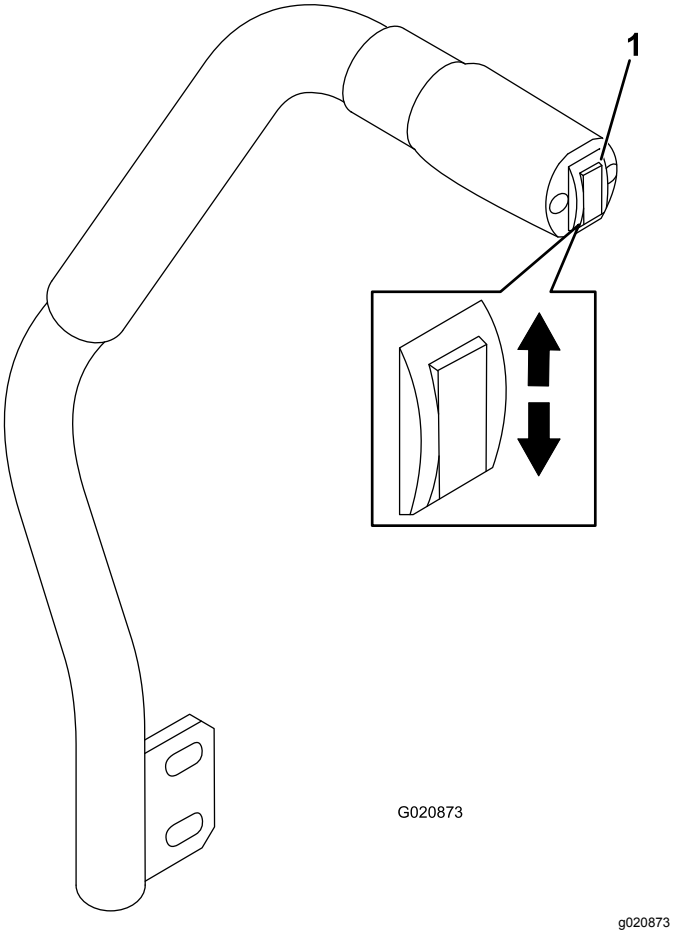

**Bild 22**
Mit dem Mähwerkhubhebel heben Sie die Schneideinheit an und senken Sie sie ab (Bild 22). Der Motor muss bei der Verwendung des Hebels laufen.
- Drücken Sie den Mähwerkhubschalter nach unten, um die Schneideinheit abzusenken (Bild 22).
- Drücken Sie den Mähwerkhubschalter nach oben, um die Schneideinheit anzuheben (Bild 22).
1. Drücken Sie den Mähwerkhubschalter bei laufendem Motor nach oben, bis die Schneideinheit ganz angehoben ist, und lassen Sie den **Schalter sofort los** (Bild 22).